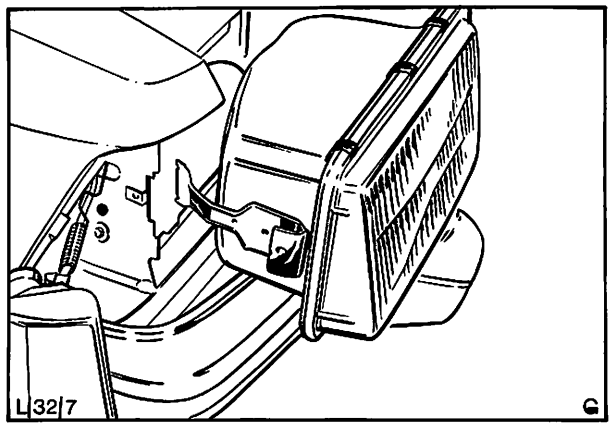

Abb. 7 Scheinwerfer komplett ausbauen
5. Drei Schrauben entfernen und Scheinwerfer komplett ausbauen, Abb. 7.